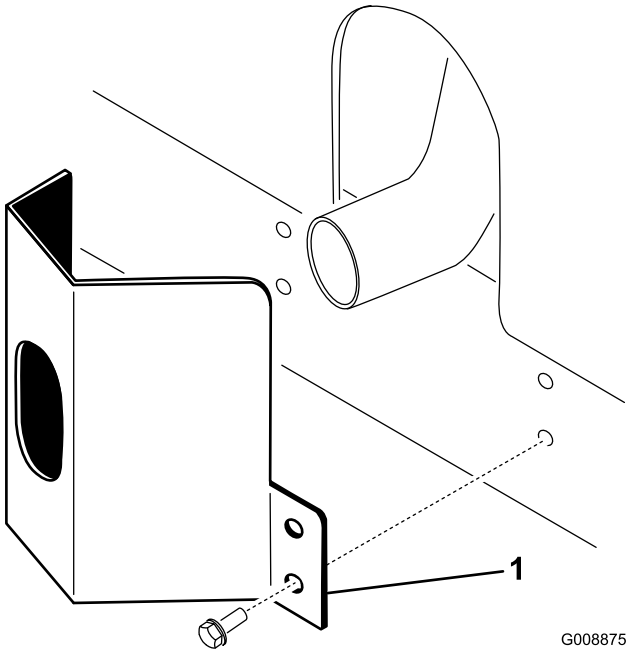

Figur 10
1. Sæt udstødningsværnet rundt om lydpotten, så monteringshullerne flugter med hullerne i stellet (Figur 10).
2. Fastgør udstødningsværnet til stellet med 4 selvskærende skruer (Figur 10).